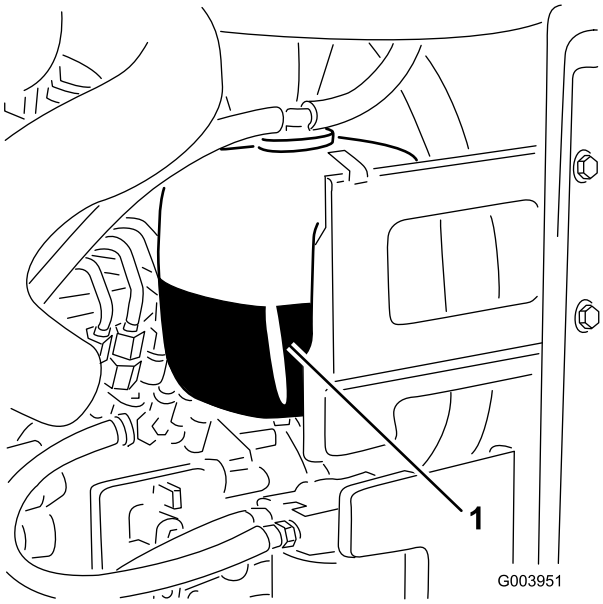

Figur 33
1. Kontrollera kylvätskenivån i expansionstanken (Figur 33).